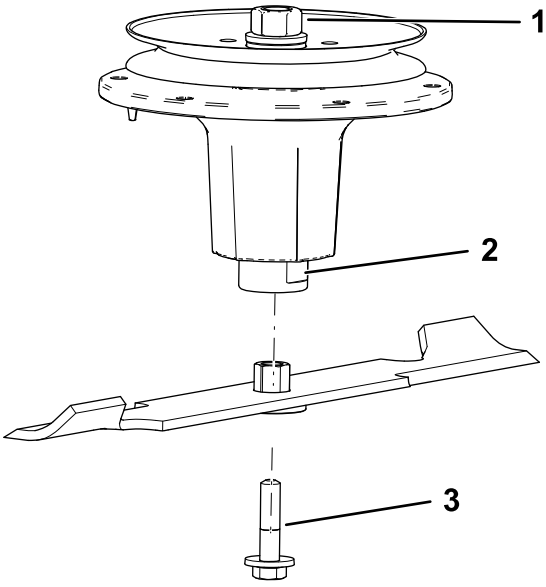

Bild 80
2. Montieren Sie die Buchsen-/Messerbaugruppe auf der Spindelwelle (Bild 80).